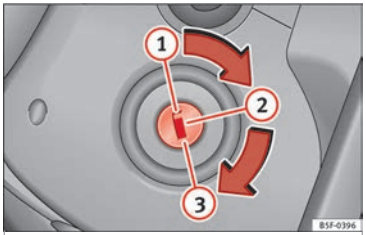

Rys. 175 Położenia kluczyka zapłonowego w stacyjce.
W tym położeniu ››› **rys. 175** (1) stacyjka i silnik są wyłączone, a kierownica może być zablokowana.
– Przekręcić kluczyk w położenie rozruchu ››› **rys. 175** (3). »
– Przekręcić kluczyk w położenie ››› **rys. 175** (2). Lampka ostrzegawcza ☄ zapali się, sygnalizując podgrzewanie silnika.
– Gdy lampka zgaśnie, przekręcić kluczyk do pozycji (3), by uruchomić silnik. Nie naciskać pedału gazu.
– Przekręcić kluczyk w położenie ››› **rys. 175 (1)**. »